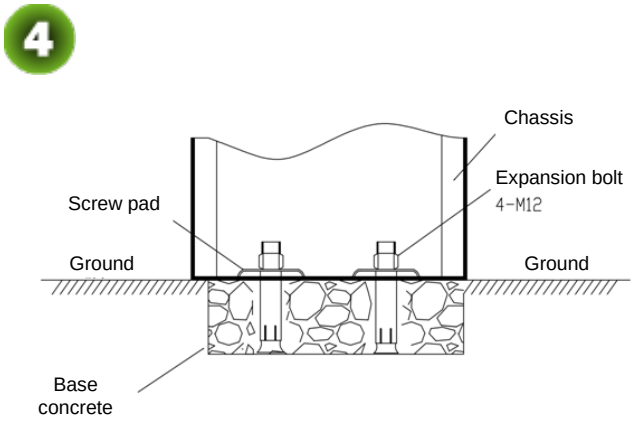

Figure 2-5
4) Install screw pads and use a wrench to tighten nuts, as shown in Figure 2-5.